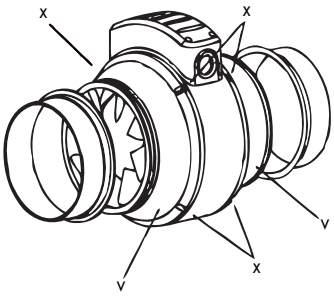

Fig.14
Para cualquier operación de mantenimiento que no sea simplemente la limpieza exterior del extractor, se debe sacar el conjunto envolvente de su alojamiento como se indica en el punto 1 de las instrucciones de instalación. Luego se deben quitar los dos tubos reductores (V). (ver Fig. 14)